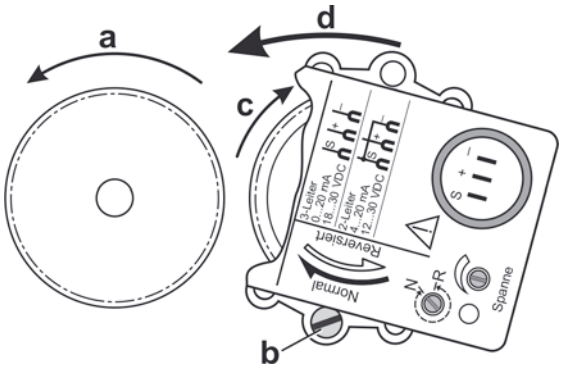

Fig. 5 : Montage de l'organe de répétition avec ressort de rappel
1. Amener le servomoteur dans la position finale à partir de laquelle l'organe de répétition est tourné dans le sens horaire (sens de rotation « normal ») (fig. 5, pos. **a**).